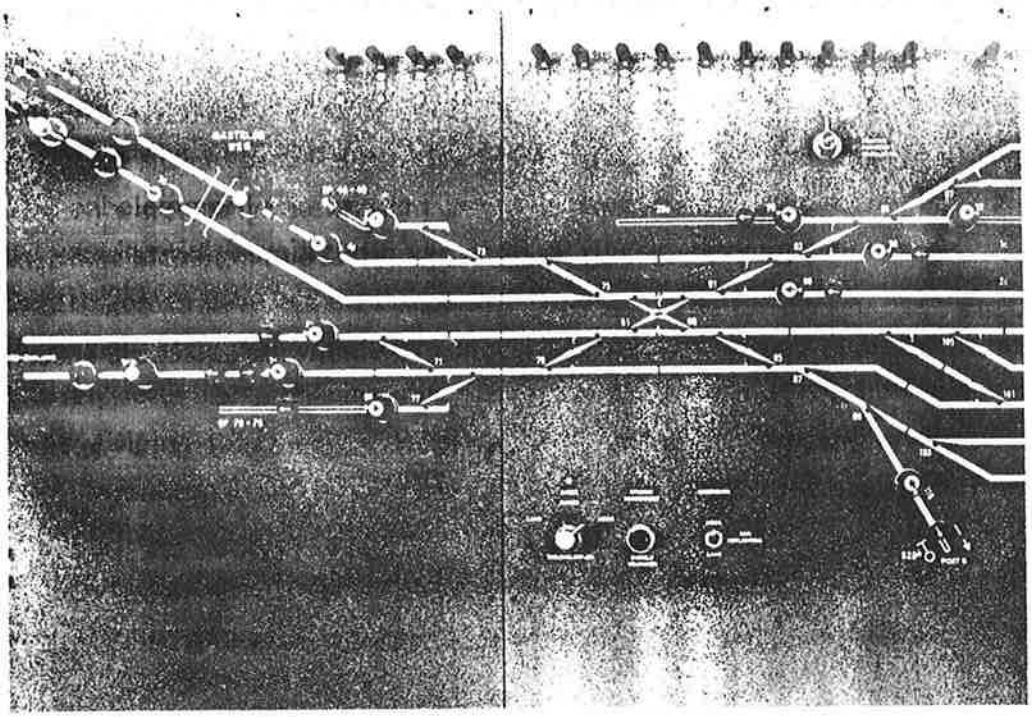

afb. 1
1. "Klassieke" bedieningstoestellen met begin- en eindknoppen en wisselstandaanwijzers. (afb. 1).